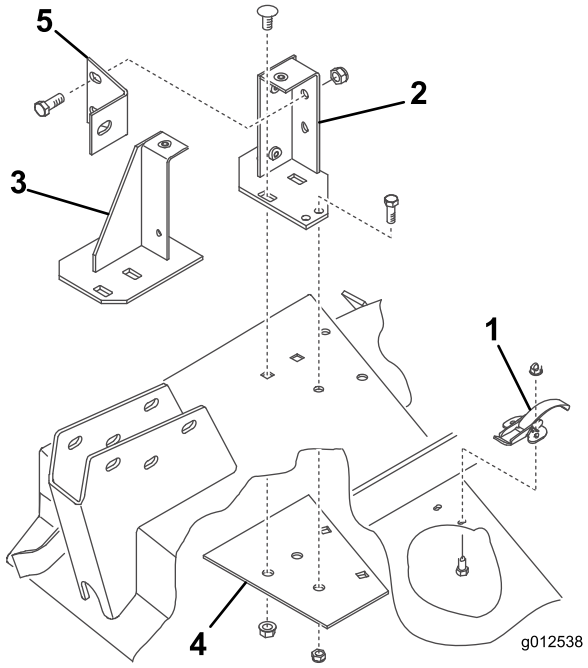

Figure 9
1. Remove the fasteners securing the right hand deck cover spring latch to the right side of the cutting deck (Figure 9). Remove and retain the latch for future use with the right hand cover.
2. Position the blower and mounting brackets on the deck, aligning the mounting holes with the holes previously used for mounting the grass deflector. Figure 9 is shown with the blower removed from the brackets. Make sure there is no gap between the blower and cutting deck.
3. Position the new reinforcement plate under the deck aligning the mounting holes with the holes previously used for mounting the grass deflector (Figure 9).
4. Mount the front and rear brackets and reinforcement plate to the deck with 2 previously removed carriage bolts (3/8 -16 x 7/8 inch) and flange nuts each (Figure 9). The bolt heads must be on top of the deck.
7. Secure the brackets and reinforcement plate to the deck with bolts (5/16-18 x 3/4 inch) and locknuts (Figure 9). The bolt heads must be on top of the deck.
8. Mount the blower brace to the rear mounting bracket with 2 bolts (3/8-16 x 1 inch) and locknuts (Figure 9) and to the castor arm with a bolt (3/8-16 x 1 inch).